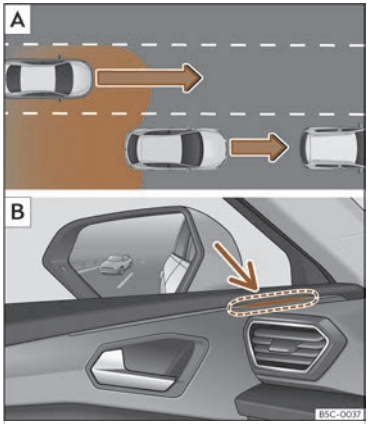
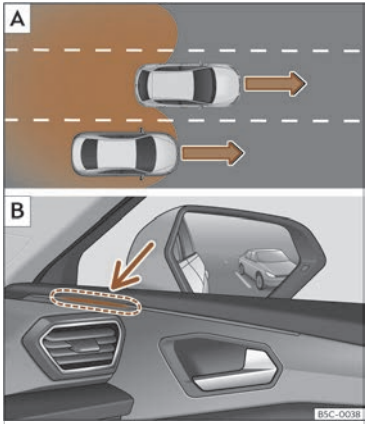

Fig. 144 Representació esquemàtica: A Avançament amb trànsit a la part posterior. B Indicació de l'assistent de canvi de carril al costat esquerre.
Fig. 145 Representació esquemàtica: A Avançament al carril central i incorporació posterior al carril dret. B Indicació de l'assistent de canvi al costat dret.
En les situacions següents es mostra una indicació a l'indicador de control ››› **fig. 144** B (fletxa) o ››› **fig. 145** B (fletxa):
- Quan s'és avançat per un altre vehicle ››› **fig. 144** A.
- Quan s'avança un altre vehicle ››› **fig. 145** A amb una diferència de velocitat d'aprox. 10 km/h (6 mph). Si l'avançament és considerablement més ràpid, no es mostra cap indicació.